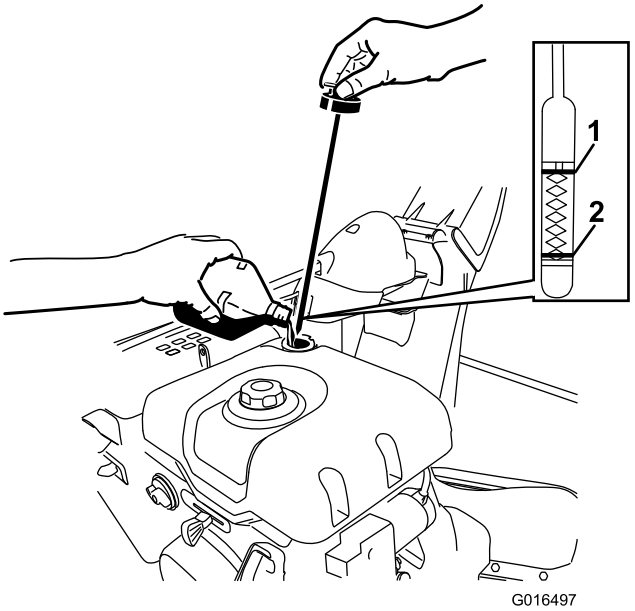

Figur 42
2. Ta ut oljestickan och kontrollera oljenivån (Figur 42). Fyll på olja om oljenivån ligger under markeringen ”Add” på stickan. Se avsnittet Fylla på olja i motorn.